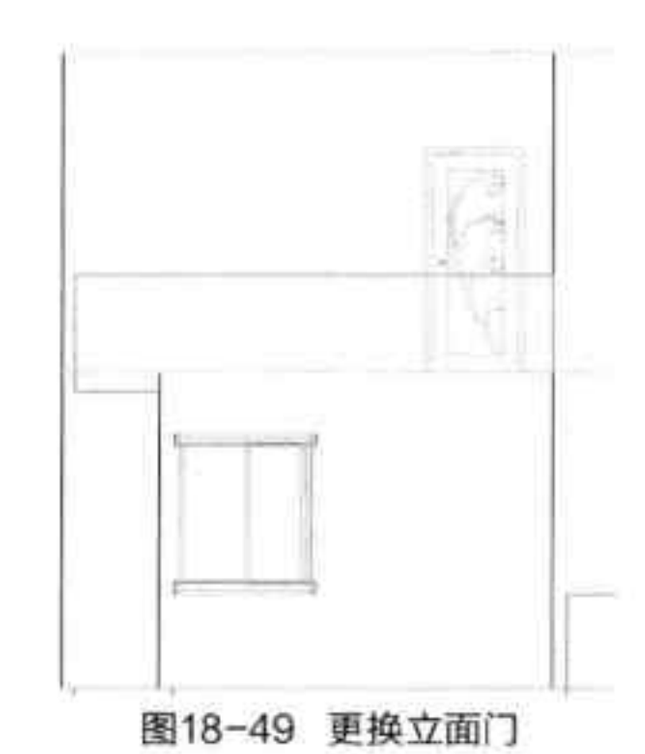

图18-49 更换立面门
Step 07 按照同样的方法，更换所需立面门图形，其结果如图 18-49 所示。